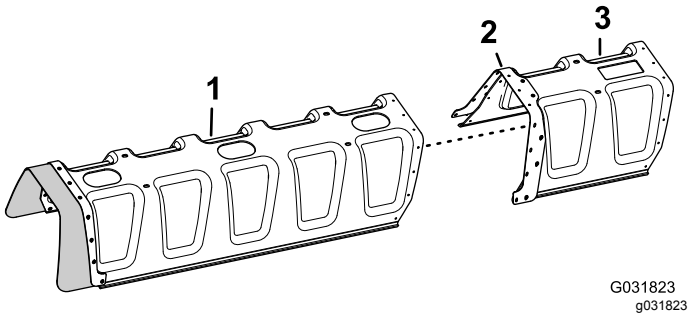

Figur 149
3. Placer hullerne i forstærkningspladen (dobbelt række) på afdækningsudvidelsen ud for hullerne i enden af 11-dyse-bomafdækningen (Figur 149).